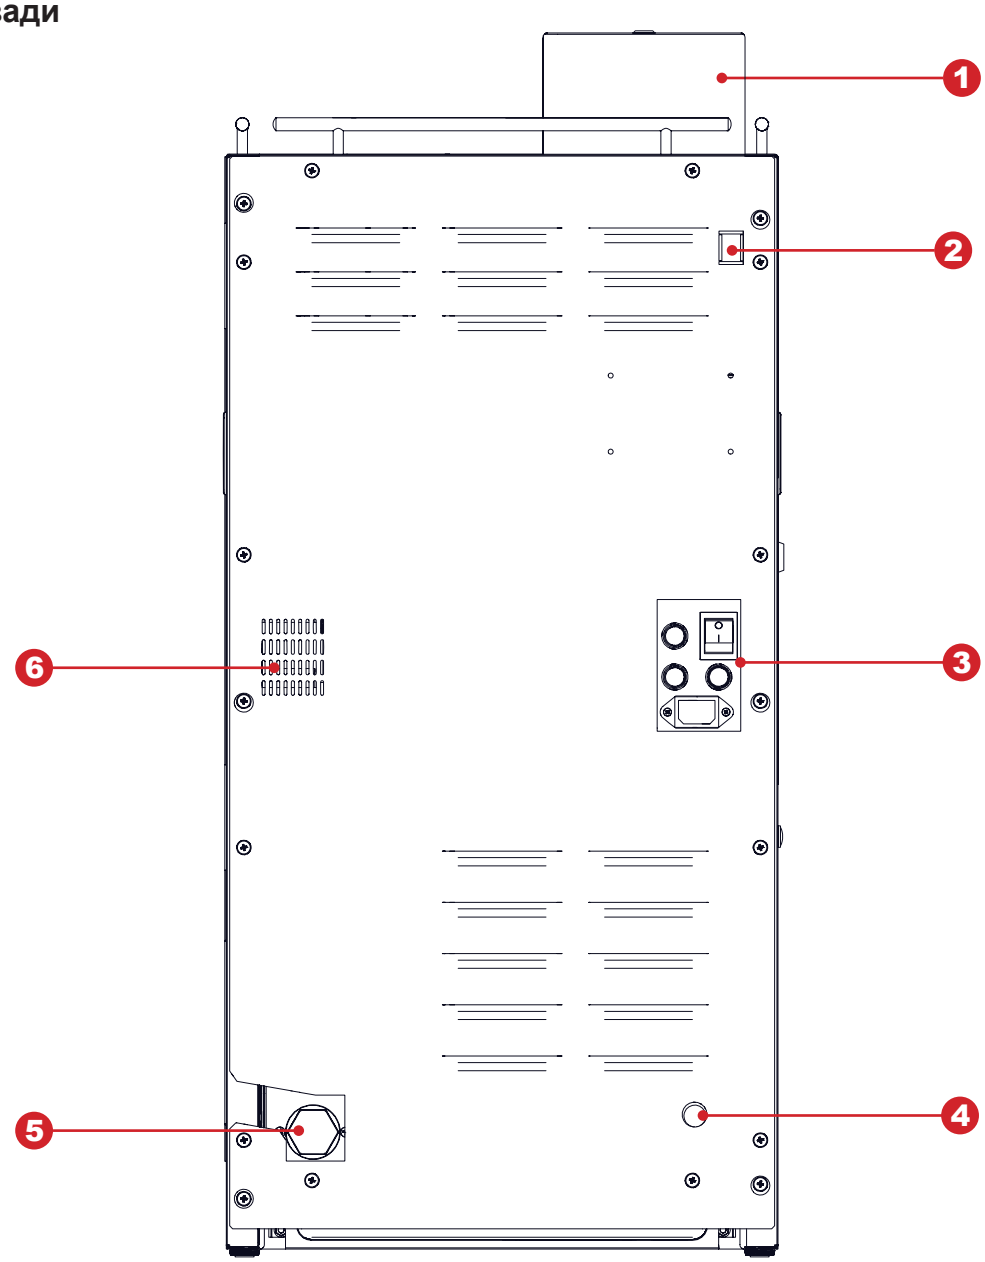

Рисунок 5.4
Автоматы могут быть подключены к линии водопроводной питьевой воды, с учётом требования законодательства в стране установки автомата. Входной разъём для подключения к линии расположен на задней стенке корпуса автомата (см.рис.5.4) и выполнен в виде резьбового соединения диаметром Ø ¾". Подключение осуществляется с помощью трубы, способной выдержать давление водопроводной сети и подходящей для использования с пищевыми продуктами (мин. внутр. диаметр 6 мм).
7. Установите переключатель на блоке коммутации автомата в положение **(I / ВКЛ)** (см. рис.5.4 поз.2).
Для обеспечения водоснабжения автомата предназначена силиконовая водозаборная трубка из комплекта поставки (см.рис.4.2 поз.5), которая подключается одним концом ко входу воды (см.рис. 5.4 поз.3), другой конец трубки с наконечником помещается в ёмкость с водой.